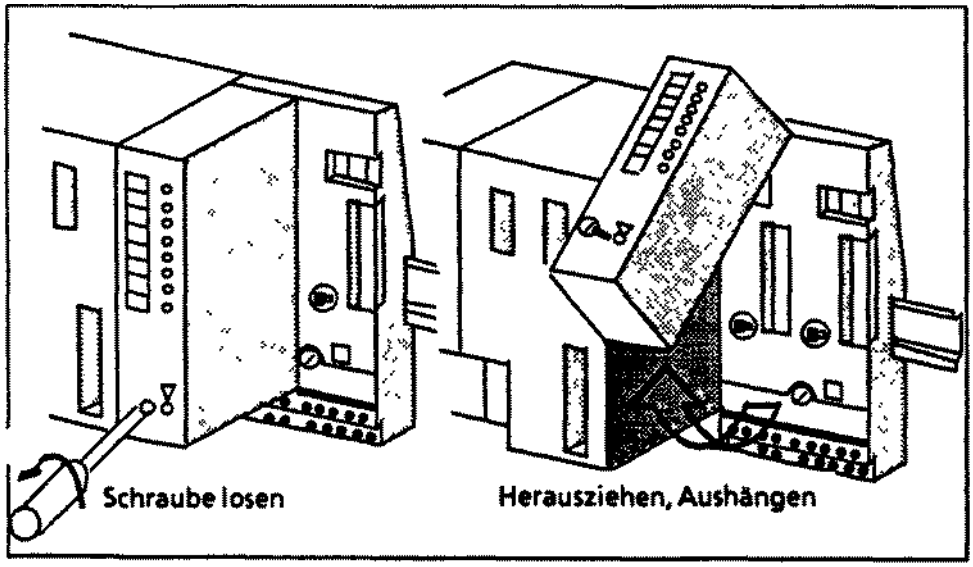

Рис. 3.19 Демонтаж периферийных модулей.
* Отверните винты на лицевой стороне периферийных модулей при помощи отвертки (рис. 3.19).